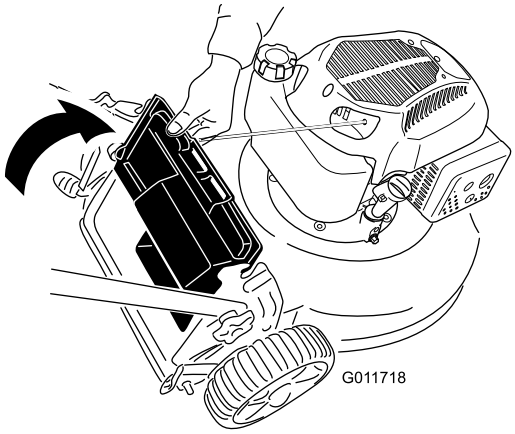

Figure 16
2. Soulevez le déflecteur arrière et maintenez-le dans cette position (Figure 16).